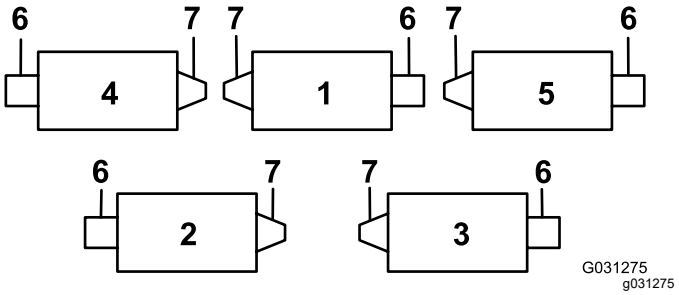
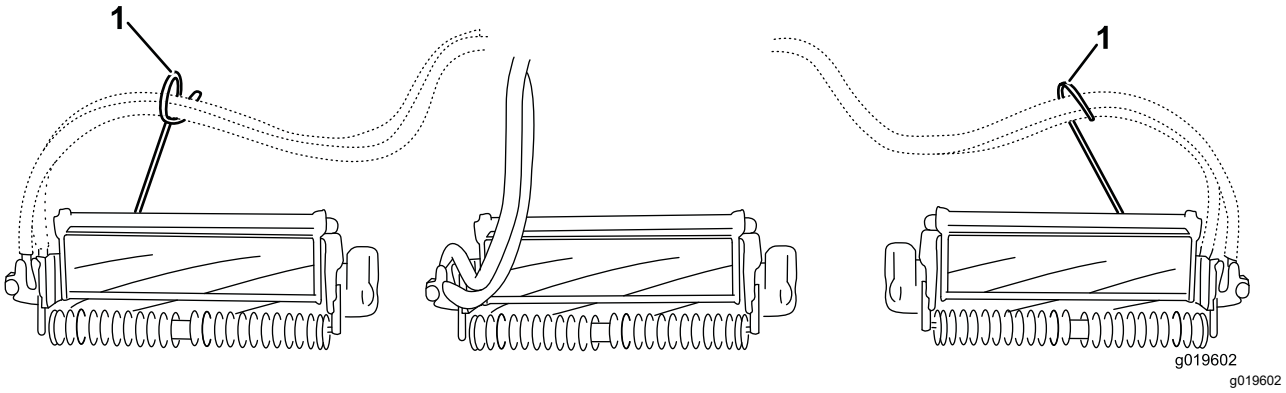
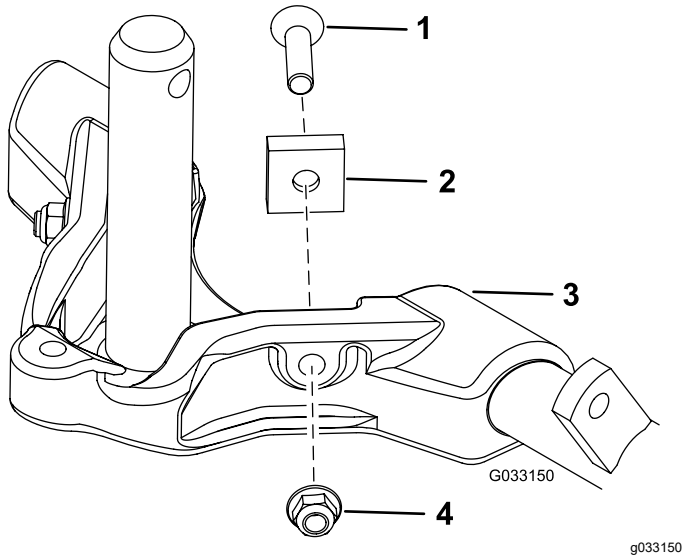

Figura 12
Figura 14
Figura 15
Importante: **Na unidade de corte 4 (frontal esquerda) e na unidade de corte 5 (frontal direita), utilize as porcas de montagem do suporte da barra para instalar os guias de tubos na frente dos separadores da unidade de corte. Os guias de tubos devem inclinar para a unidade de corte central (Figura 12 a Figura 14).**
7. Aumente a marcha das unidades de corte traseiras removendo os 2 espaçadores da articulação, parafusos de cabeça sextavada e porcas de bloqueio flangeadas (Figura 15) das estruturas de transporte das unidades de corte traseiras (unidades de corte 2 e 3); consulte Figura 12.